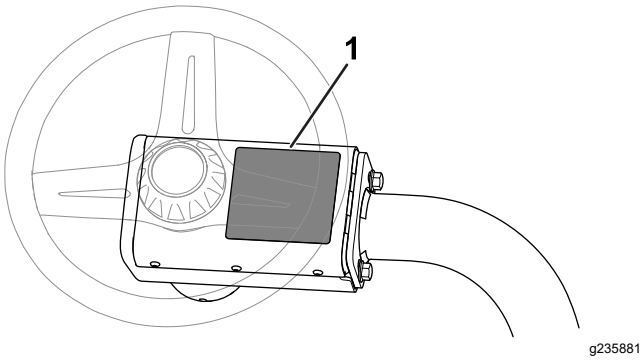

Figur 12
- **CE-advarselsmærkat**: Placer CE-advarselsmærkaten (delnummer 139-8321) oven på den eksisterende advarselsmærkat (delnummer 139-8320) på ratdækslet. Se Figur 12.